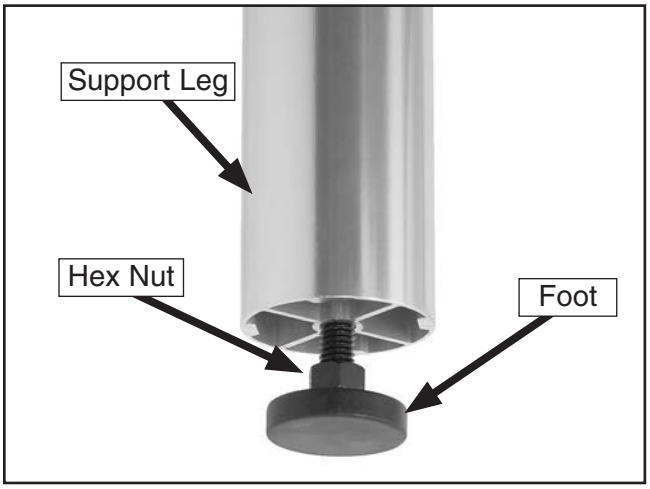

Figure 8. Foot installed on support leg.
8. Thread (1) ⅜"-16 hex nut on each of the (2) extension table feet, then install feet in bottom of each extension table support leg, as shown in **Figure 8**.